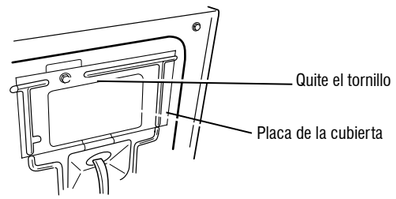

Figura 3: Retire la placa de la cubierta
2. Retire la placa de la cubierta de la esquina superior derecha posterior de la secadora. Consulte la Figura 3.